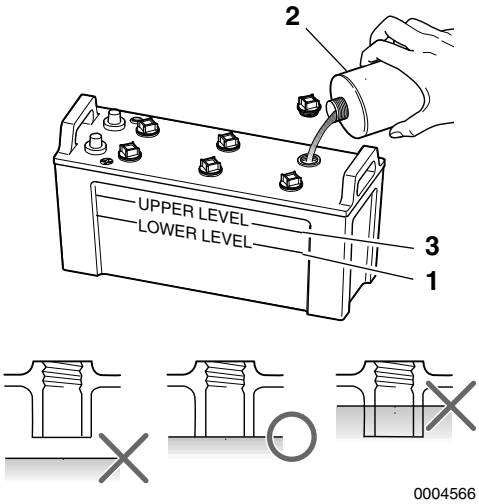

Figur 7
4. Hvis syrestanden er lavere end mindste påfyldningsstand **(Figur 7, (1))**, skal du fylde destilleret vand **(Figur 7, (2))** (forhandles lokalt) i op til den øvre grænse **(Figur 7, (3))** på batteriet.